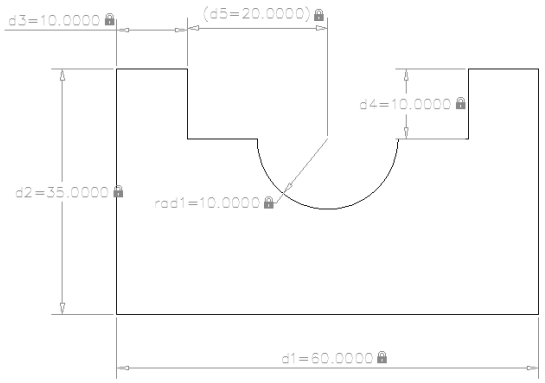

Figure 1-28 *Sketch with all dimensional constraints*
10. Similarly, apply the dimension to the horizontal and vertical lines, refer to Figure 1-28 and change the value to **10**.
14. Choose the **Create a reference dimension** option from the message box. The value **20** is displayed in parenthesis stating that it is a reference dimension. The sketch after applying all dimensional constraints is shown in Figure 1-28.